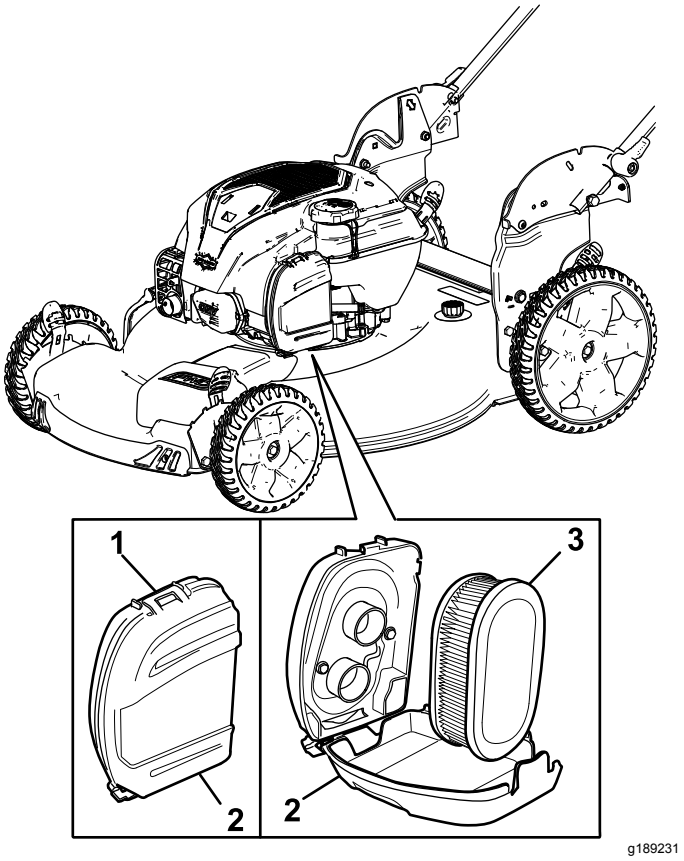

Рисунок 25
1. Расфиксируйте защелку в верхней части крышки воздушного фильтра (Рисунок 25).
2. Извлеките воздушный фильтр (Рисунок 25).